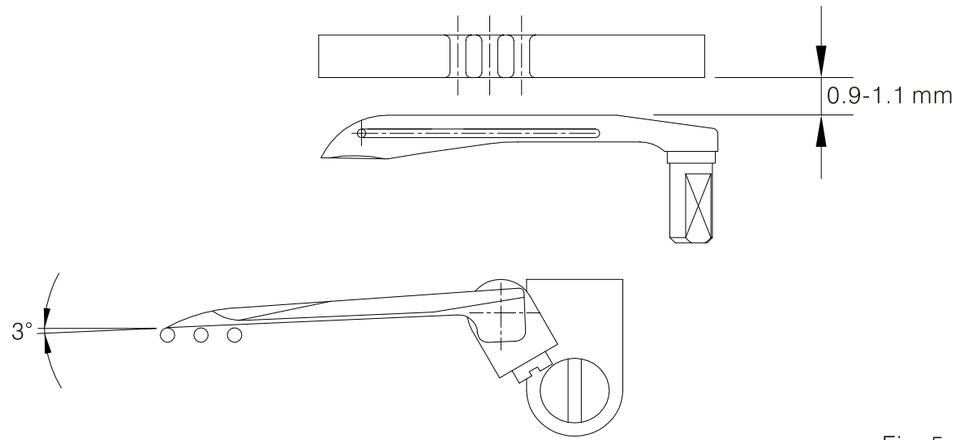

Fig. 5
2. Defina la altura y ángulo del bucleador. (Fig. 5)